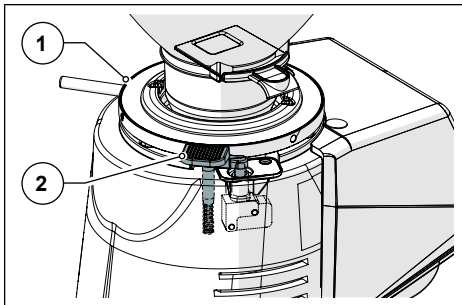

Рис. 5
- **Рычаг блокировки предохранительной круглой гайки (Рис. 5):** Для предотвращения случайного поворота круглой регулировочной гайки (Поз. 1) предусматривается рычаг блокировки круглой гайки (Поз. 2), который необходимо нажать, чтобы выполнить поворот.